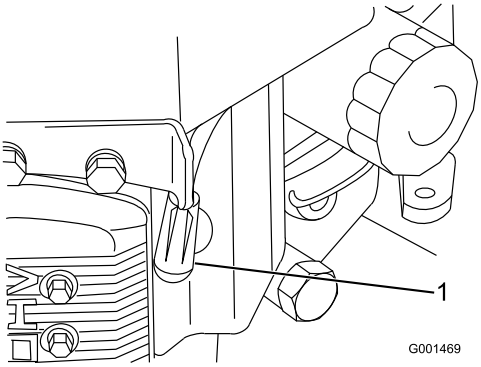

Figur 38
3. Lossa tändkabeln från tändstiftet (Figur 38).